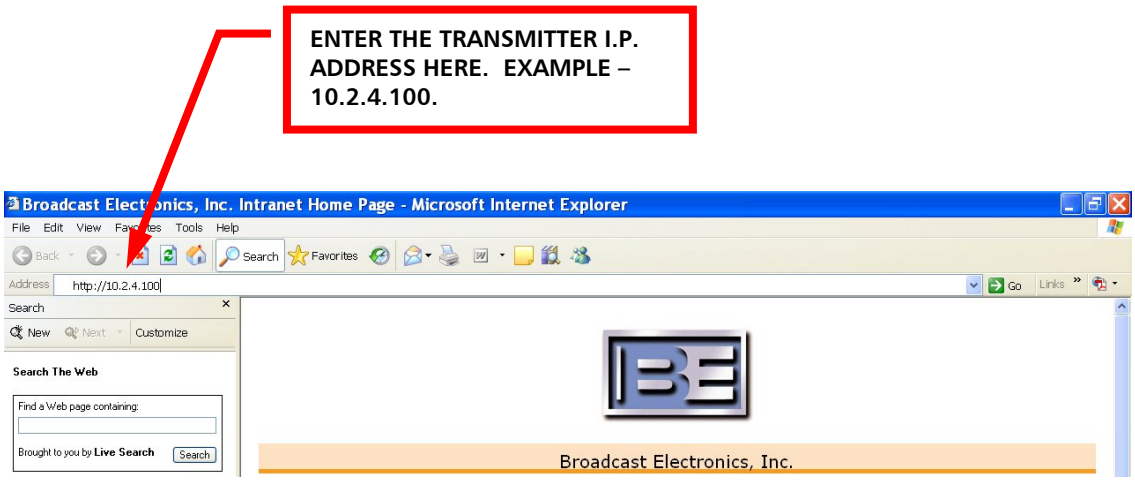

Figure 9-3: Internet Explorer
4. Refer to Figure 9-3 and enter the transmitter I.P. address as shown.